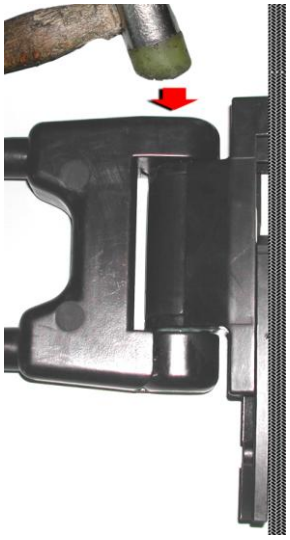

Rys. 4 Ponowny montaż lusterka – wskazano miejsce w które należy popukać gumowym młotkiem
- następnie ramię z lusterkiem należy popukać kilka razy plastikowym młotkiem w górną powierzchnię uchwytu (musi wskoczyć w prawidłową pozycję z klinem mocującym) (Rys. 4)